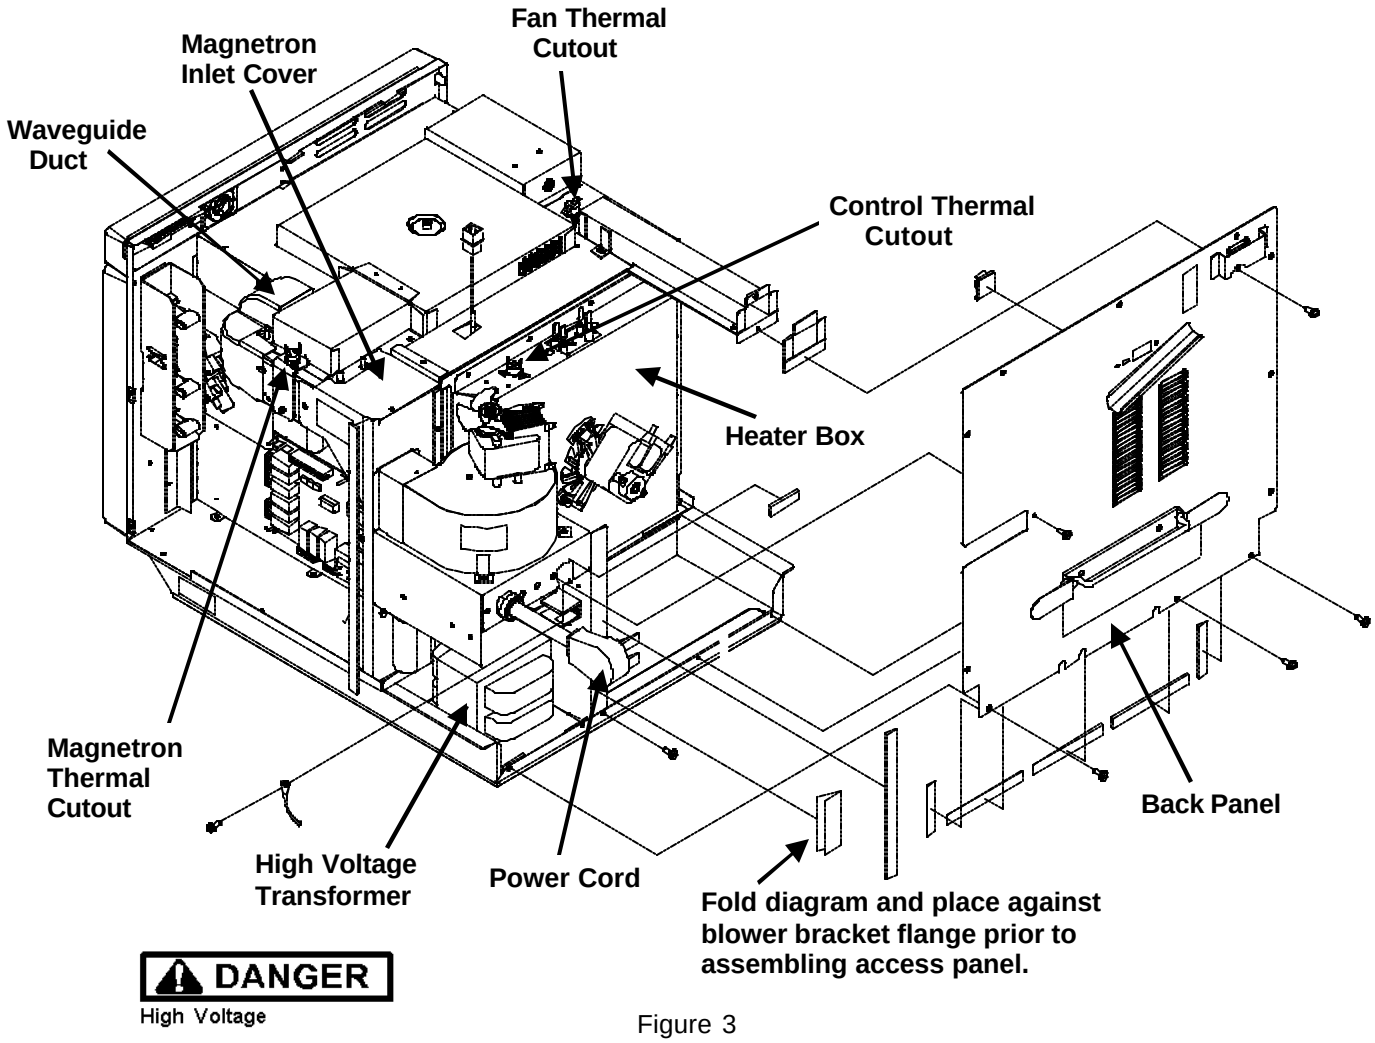

Figure 3
1. See “Component Location” Figure 3, for location.